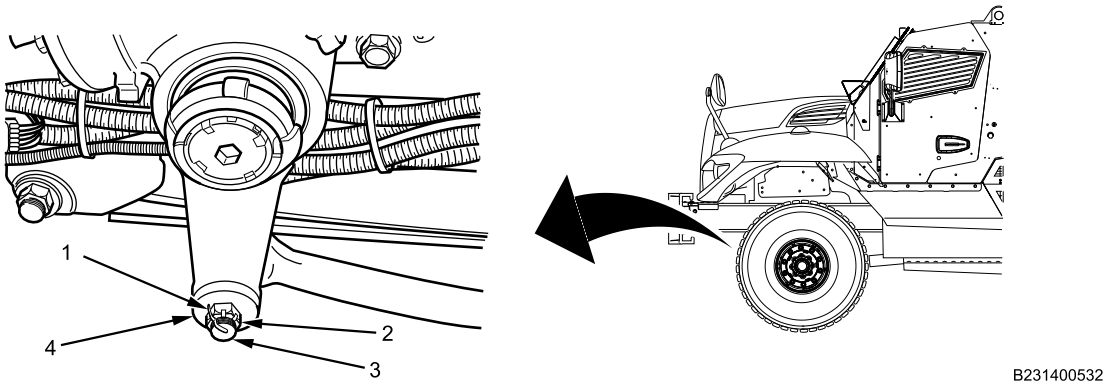

Figure 1. Pitman Arm and Drag Link.
1. Remove cotter pin (Figure 1, Item 1) and nut (Figure 1, Item 2) from drag link stud (Figure 1, Item 3) at end of pitman arm (Figure 1, Item 4). Discard cotter pin (Figure 1, Item 1).